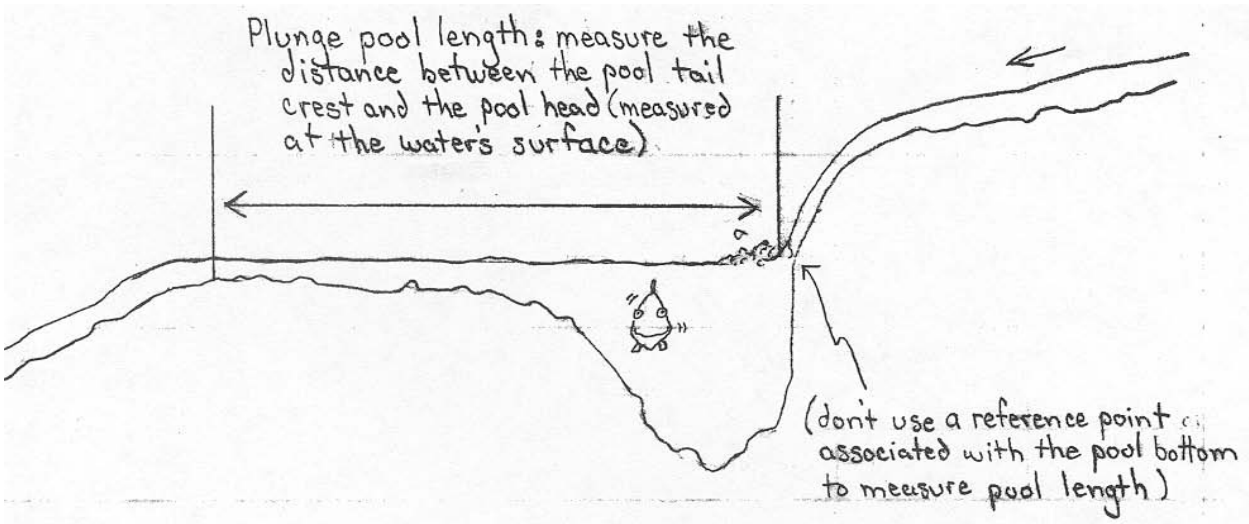

**Figure 12**. Example of a plunge pool situation in which you would measure the head of a pool where the surface of the water intercepts the bedrock/substrate.
3. Place the prism pole at the pool head crest (see pool criteria #2) and label this point by the longitude it is located in, and as “PH” in the field data recorder (e.g. CD LONG, PH). If the pool is a plunge pool, take the point at the head crest with the prism point at the waters surface (see figure 12).